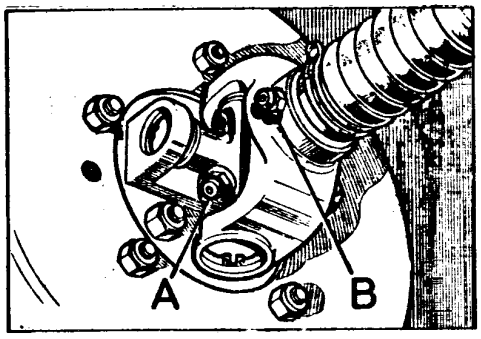

Fig. D-2 Puntos de engrase de los árboles de transmisión
1.1. Utilizando grasa del grado que corresponda (Sección X), se inyectará el lubricante a través de los engrasadores, A (Fig. D-2) montados en ambos extremos del árbol de transmisión.
2.1. El lubricante se inyectará a través del engrasador, B (Fig. D-2) de la junta elástica.